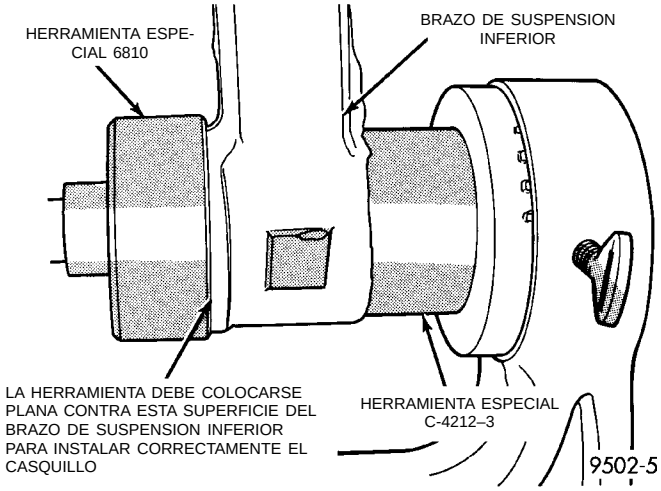

Fig. 76 Posición para la instalación del casquillo del brazo de suspensión inferior delantero
(4) Apriete el tornillo del Extractor/Instalador, Herramienta especial C-4212-F, presionando el casquillo delantero en el brazo de suspensión inferior. Continúe presionando el casquillo delantero en el brazo de suspensión inferior hasta que la Herramienta especial 6810 asiente al ras sobre la superficie maquinada del brazo de suspensión inferior (Fig. 76). Eso colocará el casquillo delantero en posición correcta en el brazo de suspensión inferior.